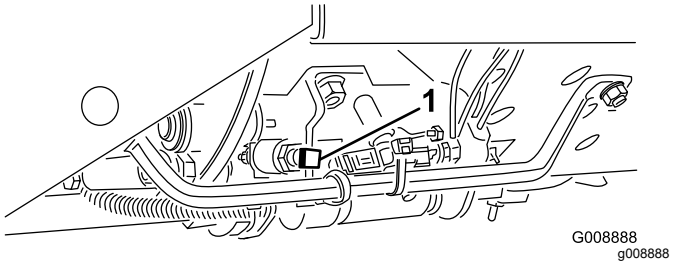

**Figuur 22**
***Belangrijk:*** **De maaisnelheid is in de fabriek afgesteld op 9,7 km per uur. U kunt de maaisnelheid verhogen of verlagen door de aanslagschroef van de snelheid te verstellen (Figuur 22).**